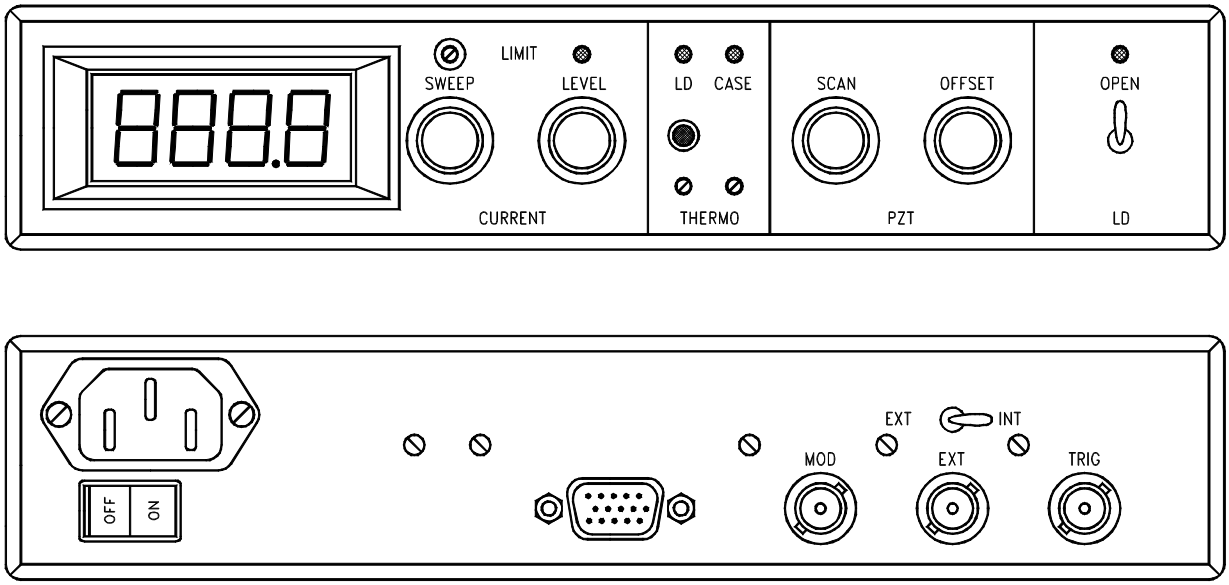

Рис.2. Вид спереди и сзади на блок управления.
Передняя панель блока управления разделена на несколько функциональных зон, отражающих работу источника тока (CURRENT), контроллеров температуры (THERMO), высоковольтного усилителя (PZT) и шунта лазерного диода (LD) (Рис.2).